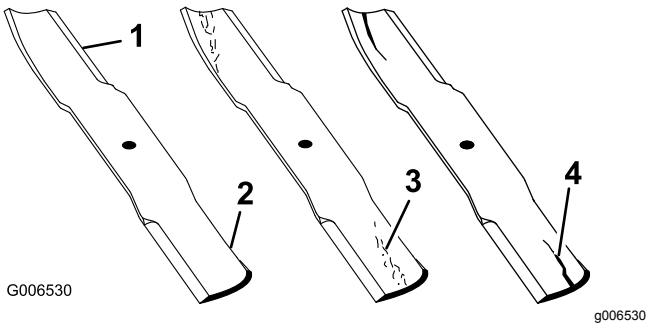

Figur 145
2. Undersøk kniveggene nøye, særlig der de flate og bøyde delene av kniven møtes som vist i (Figur 145).
Merk: Siden sand og slipende materialer kan slite bort metallet som forbinder den flate og den kurvede delen av kniven, kontroller kniven før du bruker gressklipperen. Skift ut kniven hvis du oppdager slitasje (Figur 145).